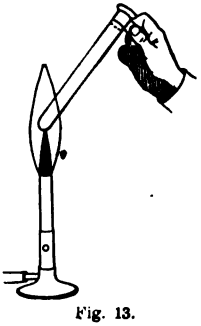

Fig. 13.
2. Hold the i.t. with a tube holder of paper, wood, or metal, moving the tube sidewise alternately into and out of the flame for a minute, to prevent breakage, then hold it *steadily* in the middle of the flame, 5 or 6^{cm} above the lamp, at an angle of about 45°, so as to heat the lower part of the mixture first (Fig. 13).